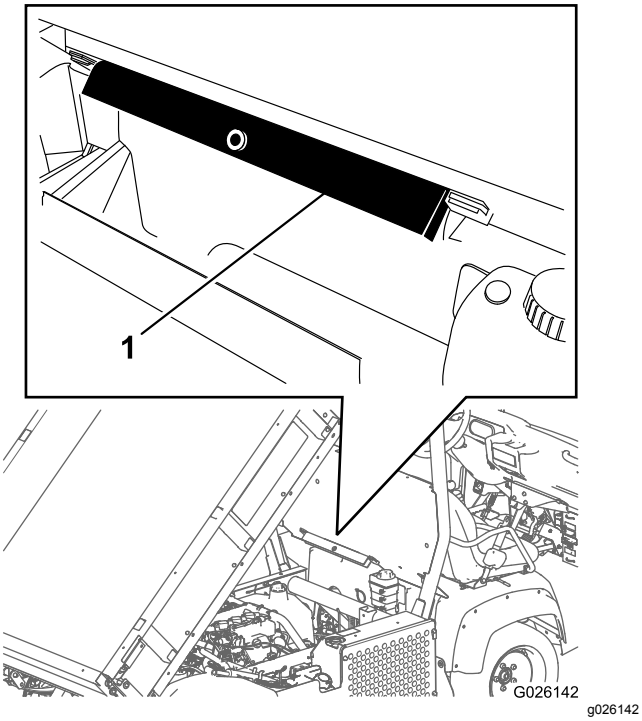

Figur 12
2. Fjern støtten til planet fra lagringsbrakettene på baksiden av veltebøylepanelet (Figur 12).